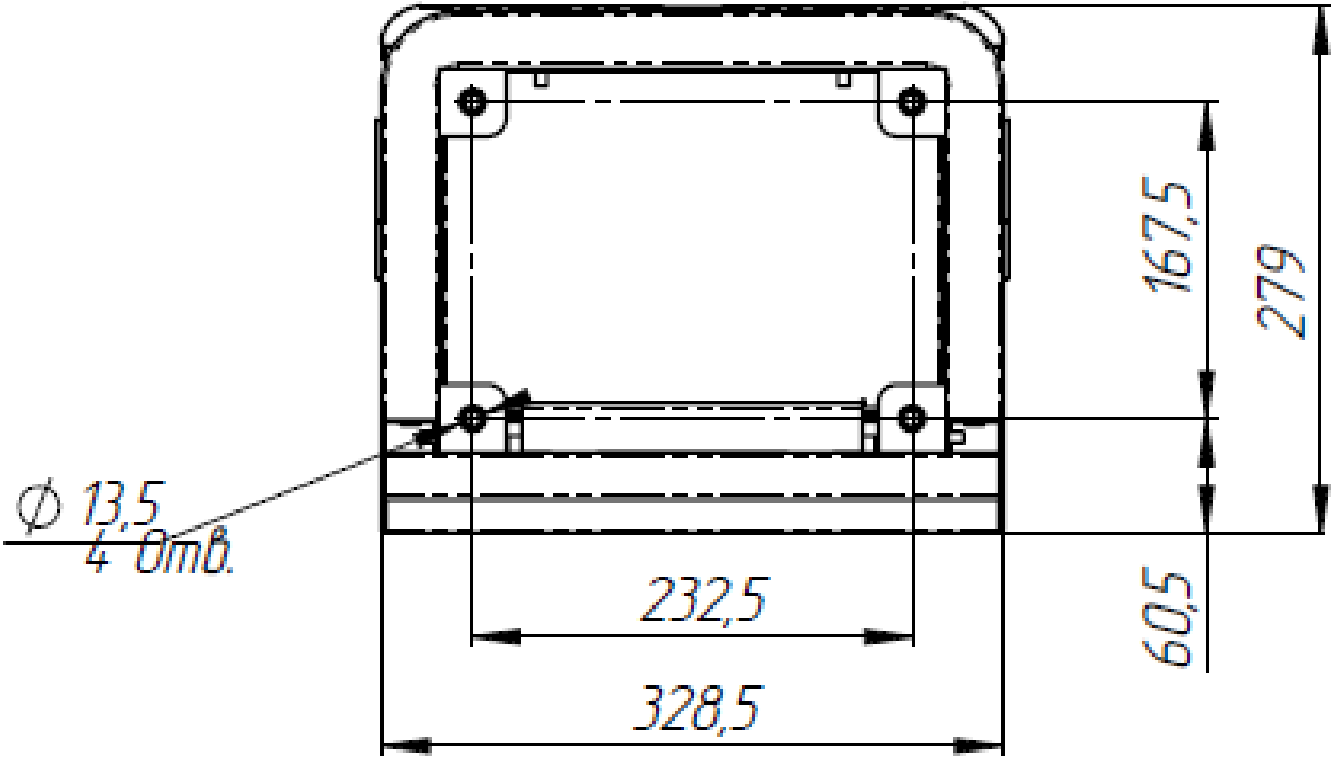

Рисунок 4 – Установочные размеры площадки турникета
4.2.4 Рисунок 4 – подводку кабелей производить через отверстие (1) в нижней плите стойки турникета.